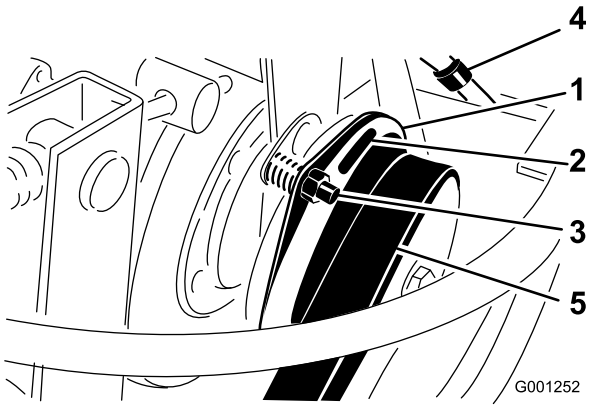

Figuur 65
3. Stel de elektrodenafstand in en wel zodanig dat u een lichte druk voelt als u een voelermaat van 0,381 mm tussen de koppelingsvoering en de frictieplaat schuift (Figuur 65). U kunt de afstand verkleinen door de stelmoer rechtsom te draaien (Figuur 65). De maximale elektrodenafstand is 0,762 mm. Stel alle 3 elektrodenafstanden af.